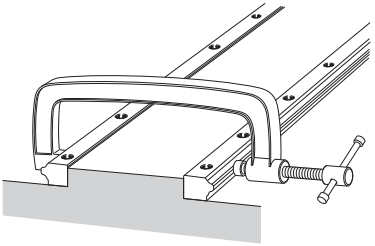
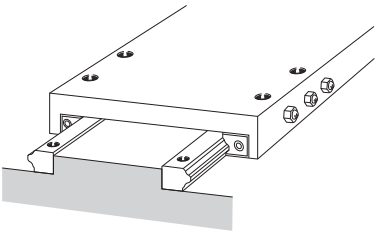

图18
图19
(2) 使用小老钳将2个LM轨道与基座的安装面压紧，使它们与基准面密切接触，然后按建议的力矩（参照A-350）将安装螺栓拧紧。(图18)
(3) 将LM滑块设置在工作台上，然后将其安装至LM轨道上。此时LM滑块的装配螺栓应不完全锁紧。
(4) 按顺序交替拧紧予压调整螺栓来调节予压。如果为实现高刚性而施加了相对较大的予压时，则可调节锁紧扭矩或滚动阻力来控制。
a. 最好对每个LM滑块使用如图19所示的三个予压调整螺栓。